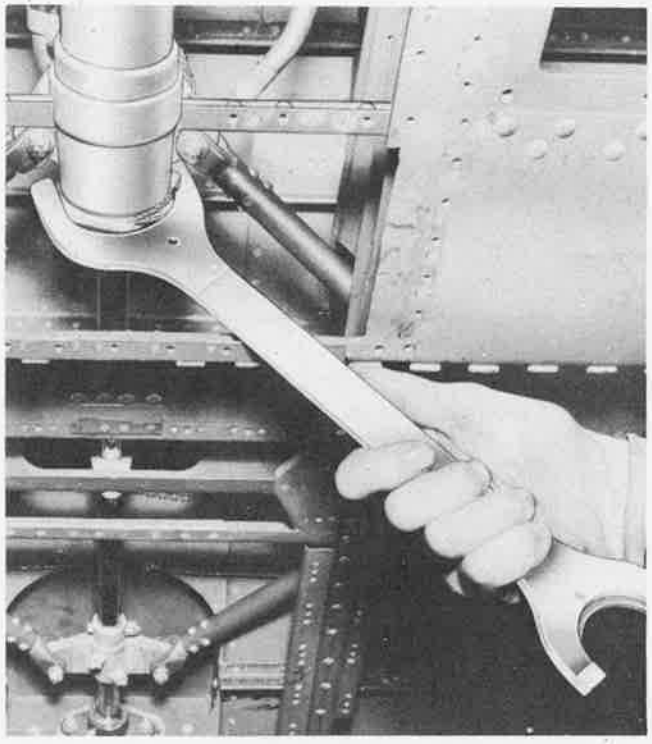

Figure 429—Use of Wing Flap Actuating Cylinder Piston Rod Packing Nut Wrench (Service Tool No. K20001)
(1) A suitable clamp must be used to prevent distorting the cylinder barrel when this part is clamped in a vise. This clamp should be in the form of two pieces of rubber-lined hardwood that extend the length of the barrel and encircle it to insure that the clamping pressure is distributed evenly over the entire area of the cylinder barrel. Place the clamp in a vise and tighten until the cylinder barrel is held securely.
(2) Cut the lock wire and unscrew the piston rod packing nut, using service tool No. K20001 (figure 429).
1. External fluid leakage of the wing flap actuating cylinder may be remedied on early airplanes by moderate tightening of the packing nut by using service tool No. K20001 (figure 429). To fabricate the wrench, refer to figure 91. On later airplanes this is accomplished by replacing "O" Rings.